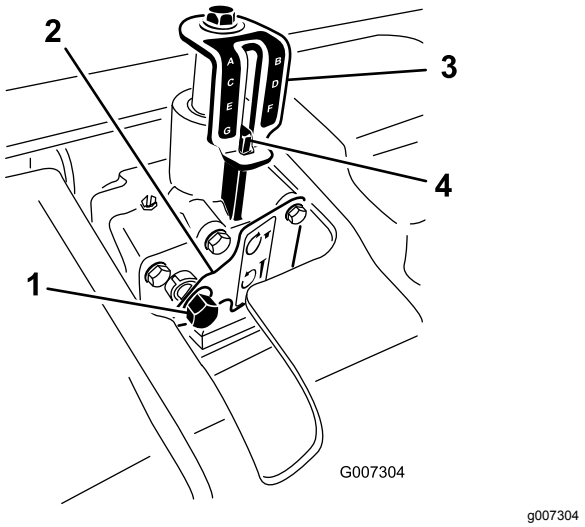

Figur 24
3. Sett inn en 9/16 tommers sokkel med en skralle på dybdeinnstillerens inngående aksel (Figur 24).
5. Roter dybdeinnstilleren med klokken for å redusere luftedybden eller mot klokken for å øke luftedybden (Figur 24).
6. Roter dybdeinnstillerens inngående aksel til den ønskede dybden oppnås som vist på indikatormerket for dybde (Figur 24).